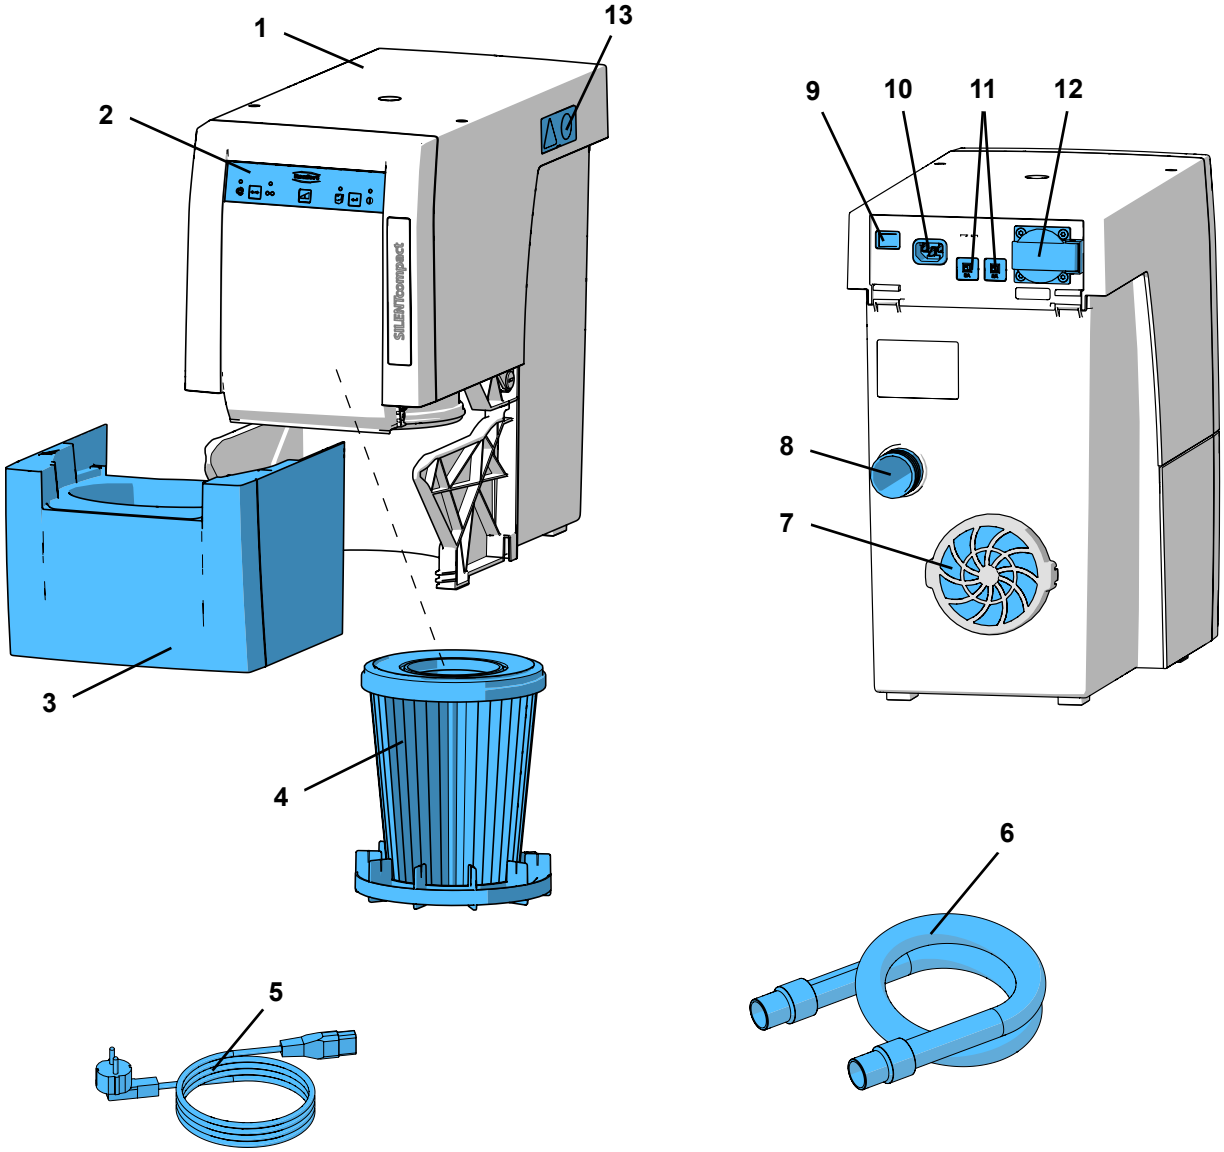

Fig. 1
- udsugningsluftudgangen (7, Abb. 1) ikke påvirkes.
⇒ Sæt netkablet (5, Fig. 1) i nettilslutningen (10).
⇒ Sæt sugeslangen (6, Fig. 1) på sugestudsen (8).